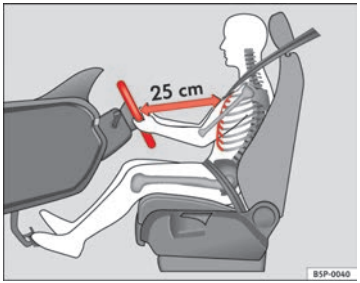

Fig. 1 The proper distance between driver and steering wheel
– Adjust the steering wheel so that there is a distance of at least 25 cm between the steering wheel and the centre of your chest ⇒ Fig. 1.
- **Adjust the driver seat so that there is at least 25 cm distance between the centre of the chest and the centre of the steering wheel ⇒ Fig. 1. If you are sitting closer than 25 cm, the airbag system cannot protect you properly.**